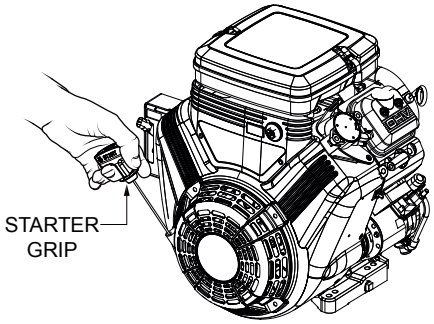

Figure 18. Starter Grip
2. Grasp the starter grip (Figure 18) and slowly pull it out. The resistance becomes the hardest at a certain position, corresponding to the compression point. Pull the starter grip briskly and smoothly for starting.